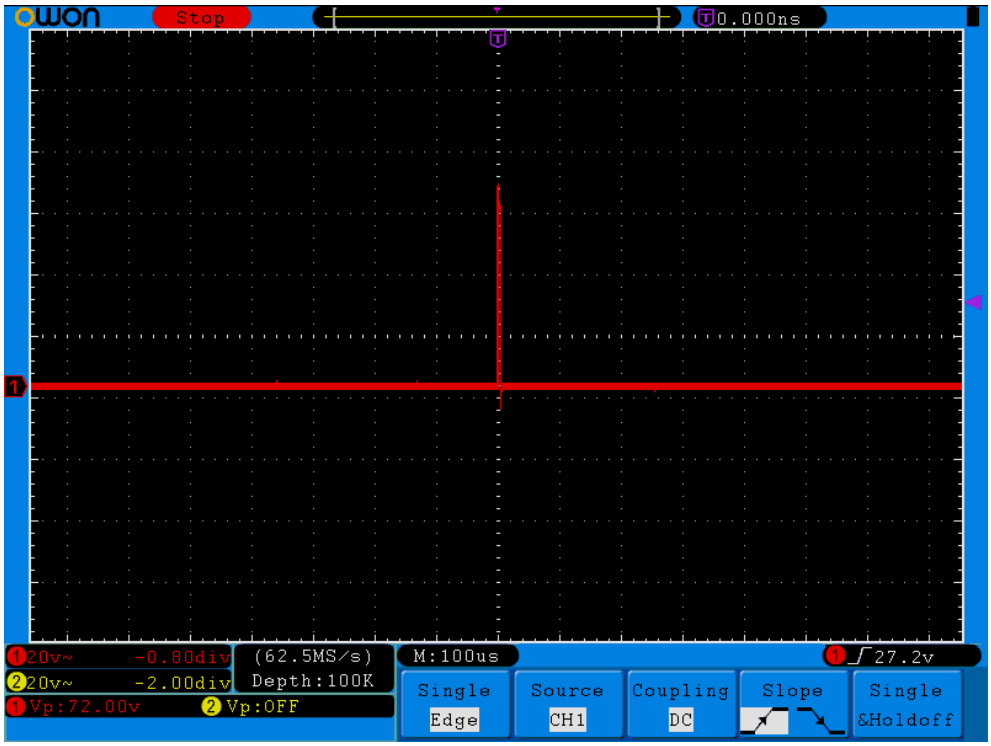

Рисунок 7-3 Регистрация однократного сигнала
(5) Нажмите кнопку **F2** для выбора **Peak detect**.
(6) Нажмите кнопку **Trigger** для отображения меню настроек запуска.
(7) Нажмите кнопку **H1** для отображения меню **Type**.
(8) Нажмите кнопку **F1** для выбора **Single** в качестве типа.
(9) и вращением регулятора **M** выберите **Edge** в качестве режима.
(10) Нажмите кнопку **H2** для отображения меню **Source**.
(11) С помощью кнопки **F1** выберите **CH1** в качестве источника.
(12) Нажмите кнопку **H3** для отображения меню **Coupling**; нажмите кнопку **F2** для выбора **DC** в качестве типа связи с входом.
(13) Нажмите кнопку **H4** для выбора (фронт).
(14) С помощью регулятора **TRIG LEVEL** установите уровень запуска на среднее значение амплитуды измеряемого сигнала.
(15) Если на индикаторе состояния регистрации, расположенном в верхней части экрана, отсутствует надпись **Ready**, нажмите **Run/Stop** для запуска регистрации, и прибор будет ожидать выполнения заданного условия запуска. При достижении сигналом уровня запуска осциллограф произведет однократную регистрацию и отобразит полученную осциллограмму на экране. Этот режим работы осциллографа позволяет легко регистрировать случайные события. Например, для регистрации короткого выброса с большой амплитудой установите уровень запуска больше амплитуды основного сигнала, затем нажмите кнопку **Run/Stop** и ожидайте. При появлении ожидаемого выброса прибор запустится автоматически и зарегистрирует форму сигнала до и после момента запуска. Перемещая стрелку-указатель момента запуска вращением регулятора **HORIZONTAL POSITION** можно установить отрицательную задержку запуска, что позволит наблюдать форму сигнала до момента появления ожидаемого выброса (см. рис. 7-3).